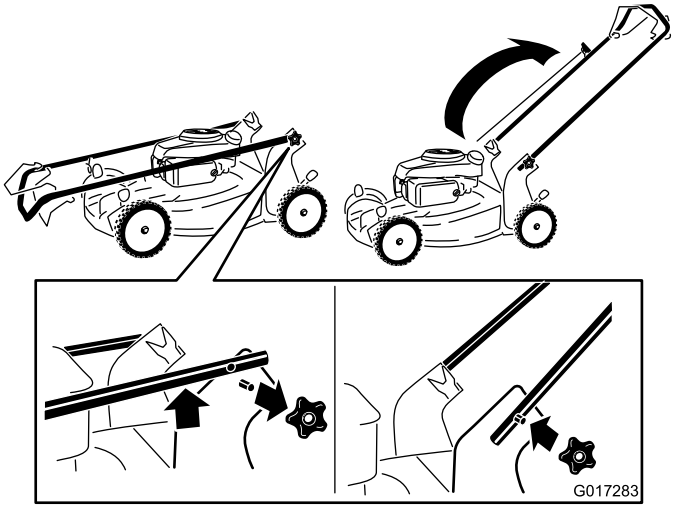

Figure 3
1. Retirez les boutons du guidon sur le carter de la machine (Figure 3).
3. Montez et serrez les boutons du guidon retirés à l'opération 1 (Figure 3).